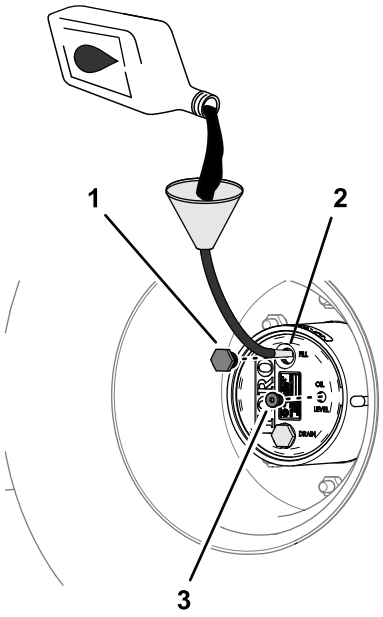

Figura 98
verificación (Figura 98); consulte Especificación del lubricante del engranaje planetario (página 76).
6. Instale el tapón de llenado y el tapón de verificación (Figura 98).
1. A través del orificio del tapón de llenado, añada lentamente el lubricante de engranajes especificado; consulte la Figura 98 de Comprobación del lubricante de la transmisión planetaria (página 76).
3. Instale el tapón de llenado y el tapón de verificación; consulte la Figura 98 de Comprobación del lubricante de la transmisión planetaria (página 76).